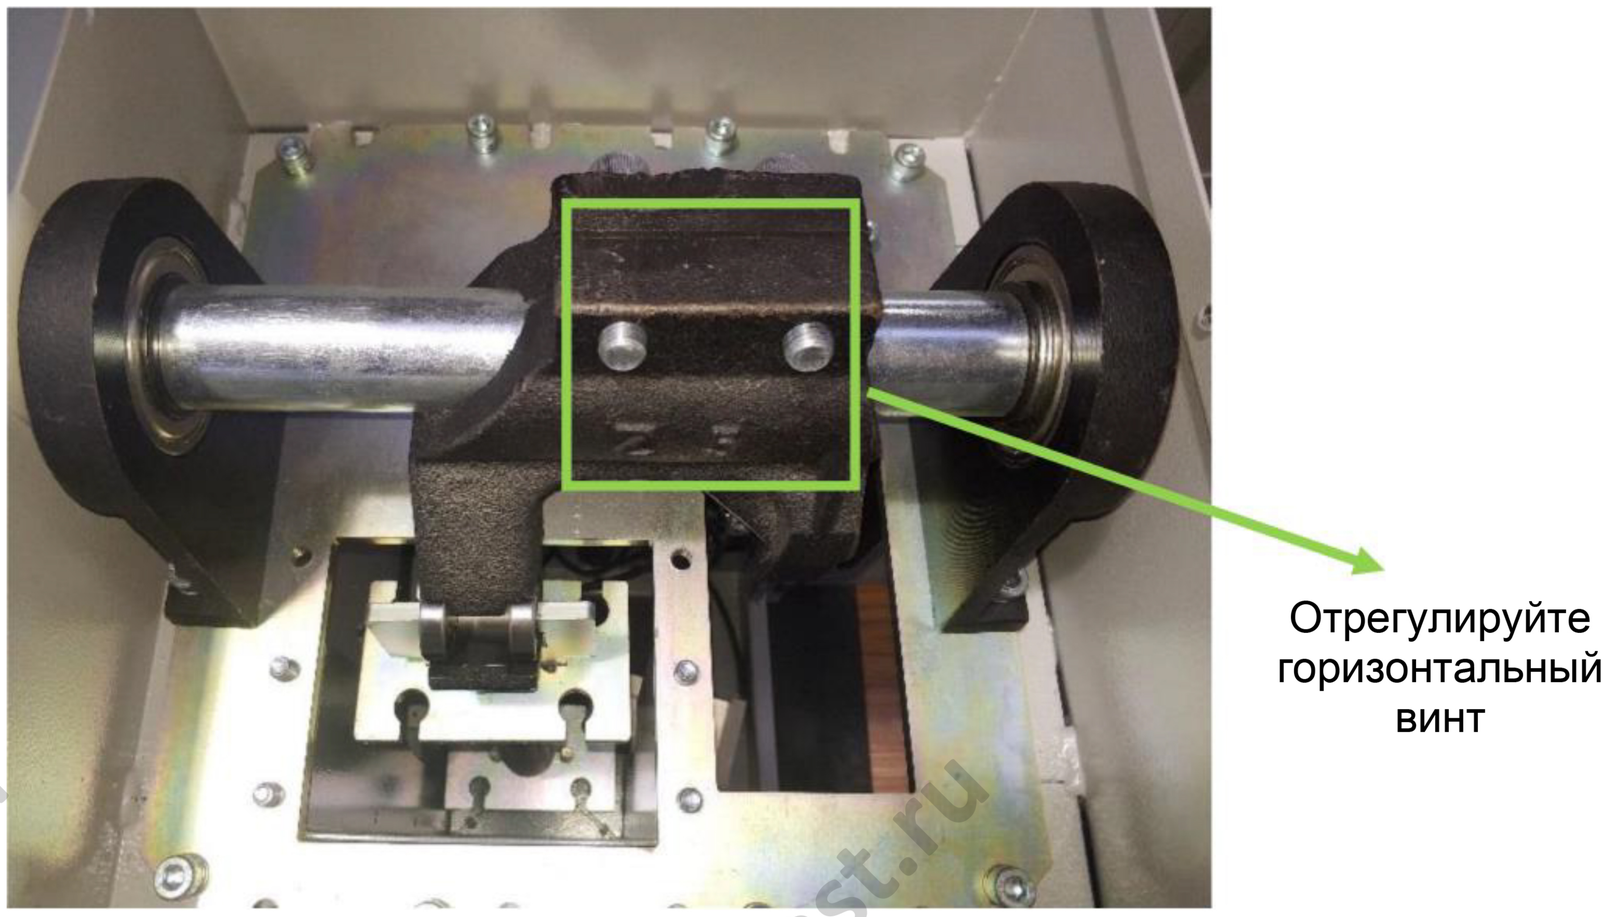

Рис. 3.1
- Отрегулируйте положение стрелы (по горизонтали, как показано на **рис. 3.1).**